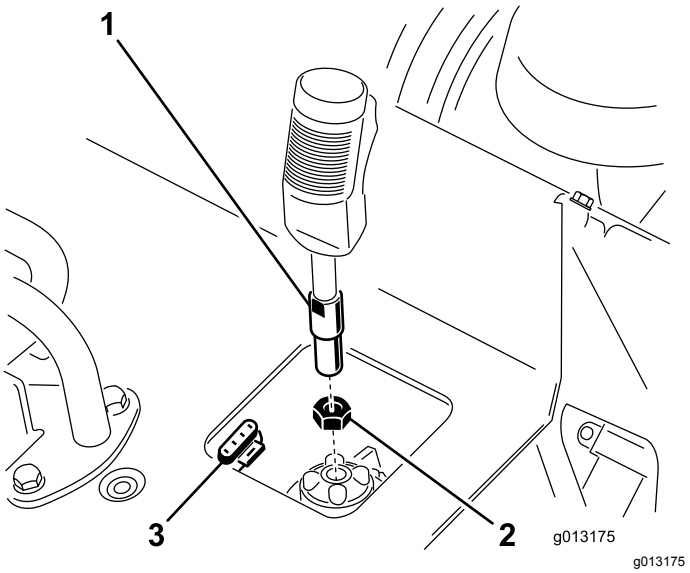

Figur 3
1. Skruva på kontramuttern på fräsens manöverspak (Figur 3).
2. Skruva i fräsens manöverspak i uttaget på kontrollpanelen (Figur 3).
3. Se till att avtryckaren är vänd framåt och dra sedan åt kontramuttern mot uttaget för att göra fast spaken (Figur 3).
4. Anslut kabeln på spaken till kontakten med fyra stift under the kontrollpanelen (Figur 3).